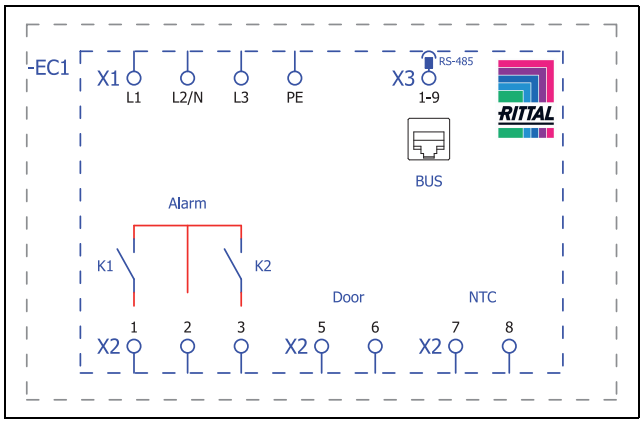
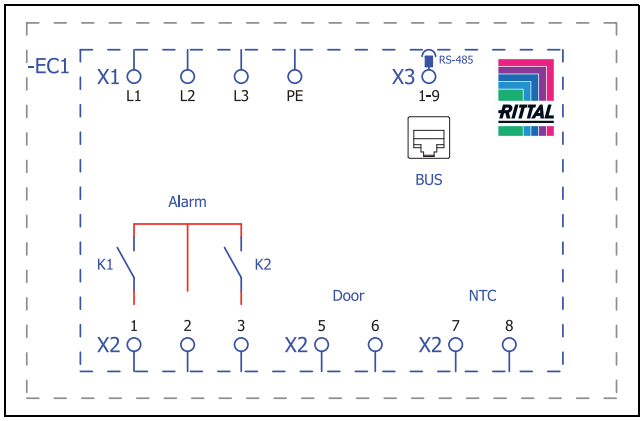

Fig. 37: Esquema de conexões SK 3485330, SK 3486330, SK 3487330
Fig. 38: Esquema de conexões SK 3488340, SK 3489340
- Retire o conector de alimentação de tensão do pacote de acessórios e faça a ligação com a rede elétrica seguindo o esquema de conexões (fig. 37 ou fig. 38).